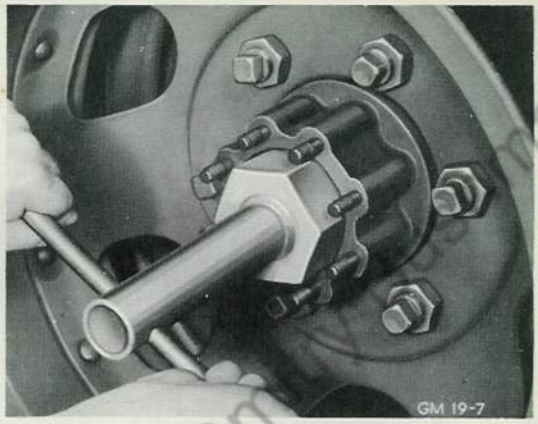
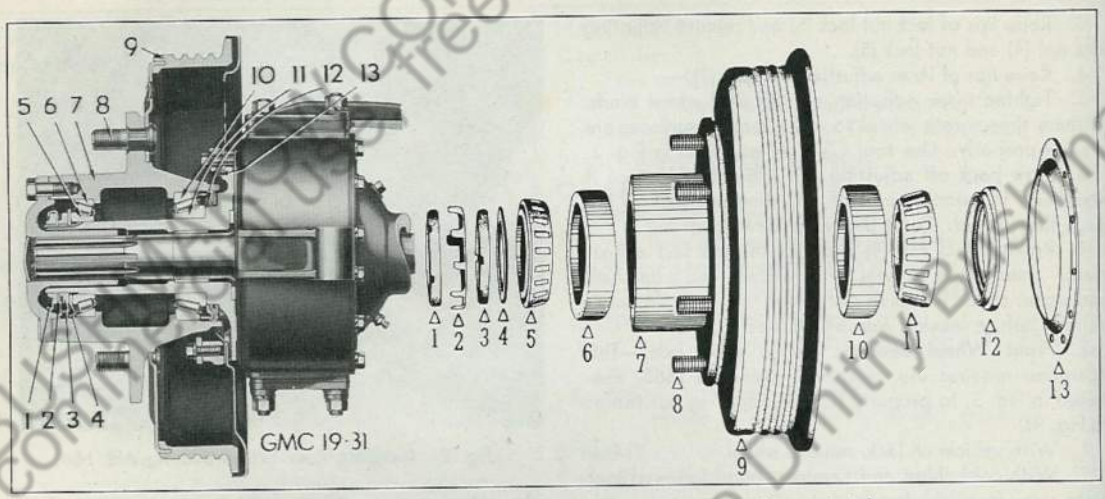

Fig. 2 Installing Rear Wheel Bearing Adj. Nut
Fig. 4 Assembled and Disassembled View of Front Hub (Banjo Axle)
3. Raise lips of lock nut lock (5) and remove adjusting lock nut (4) and nut lock (5).
4. Raise lips of inner adjusting nut lock (7).
5. Tighten inner adjusting nut (6) until wheel binds, at same time rotate wheel to make sure all surfaces are seating properly. Use tool CS-1074 as shown in Fig. 2.
7. Replace lock nut (4) and lock (5) and test adjustment. Then install oil seal with retainer and axle shaft and again check wheel to determine that adjustment is correct before leaving axle off of jack.
E. Front Wheel Bearings (Banjo type axle)—This operation requires use of special wrench J-1663, illustrated in Fig. 5, to properly tighten adjusting nut (Refer to Fig. 4).
5. Raise tang (2) which locks outer lock nut and remove nut (1), using special wrench J-1663. Then remove nut lock (2).